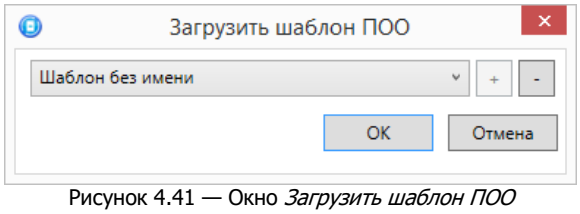

Рисунок 4.41 — Окно *Загрузить шаблон ПОО*
- *Загрузить шаблон настроек:* открытие окна *Загрузить шаблон ПОО* (см. рисунок 4.41), с помощью которого может быть сконфигурирован контроллер по предварительно созданному шаблону. Для того чтобы применить шаблон, выберите его в списке и нажмите кнопку *ОК*. Для того чтобы удалить один из сохраненных шаблонов, выберите его в списке и нажмите кнопку -.